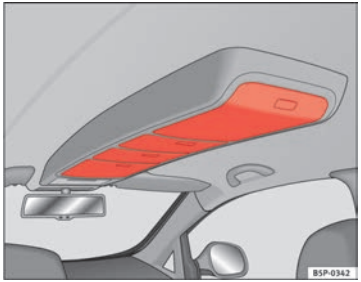

Fig. 104 Roof storage compartments
– Press the button on the cover to open these compartments ⇒ Fig. 104. The cover will then open.